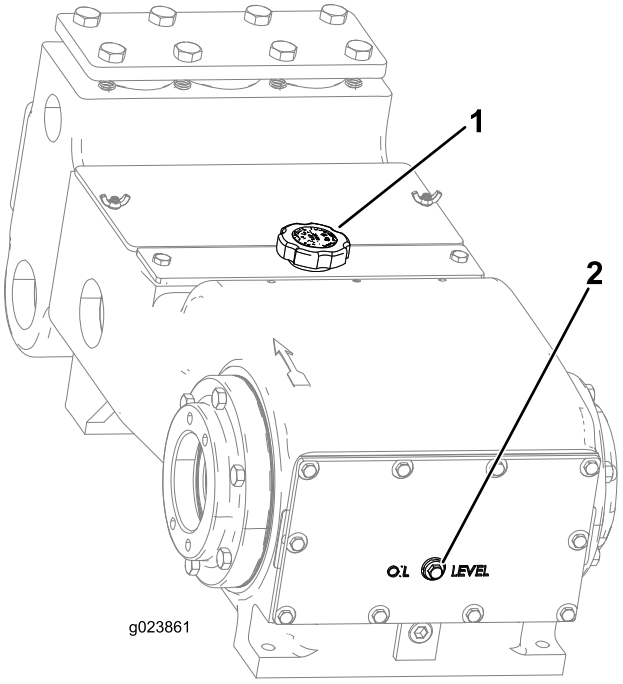
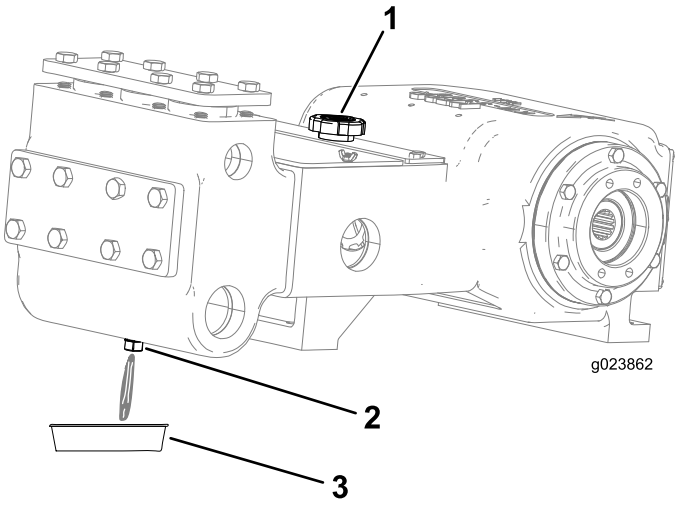

Rysunek 121
Rysunek 122
2. Wykręć korek kontroli poziomu oleju ze skrzyni korbowej (Rysunek 121).
3. Upewnić się, czy olej znajduje się w przewodzie napełniania oleju, jak pokazano na Rysunek 121.
4. Wyjąć korek spustowy i umieścić miskę drenażową pod otworem spustowym (Rysunek 122).
6. Poczekać, aż cały olej spłynie z korka spustowego do miski drenażowej (Rysunek 122).
8. Wykręcić korek wlewu oleju (Rysunek 122) i dolać około 1,8 l oleju lub do osiągnięcia poziomu korka kontroli poziomu oleju, jak pokazano na Rysunek 121.